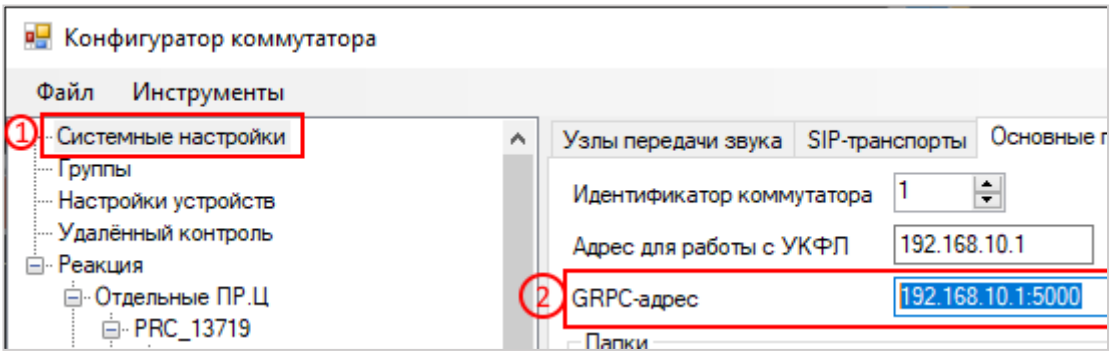

Рисунок 5.76 – ПО «Конфигуратор коммутатора», системные настройки
2) Откройте меню «Системные настройки» (рисунок 5.76).
3) В поле «GRPC-адрес» введите IP ПК и порт 5000 (рисунок 5.76).